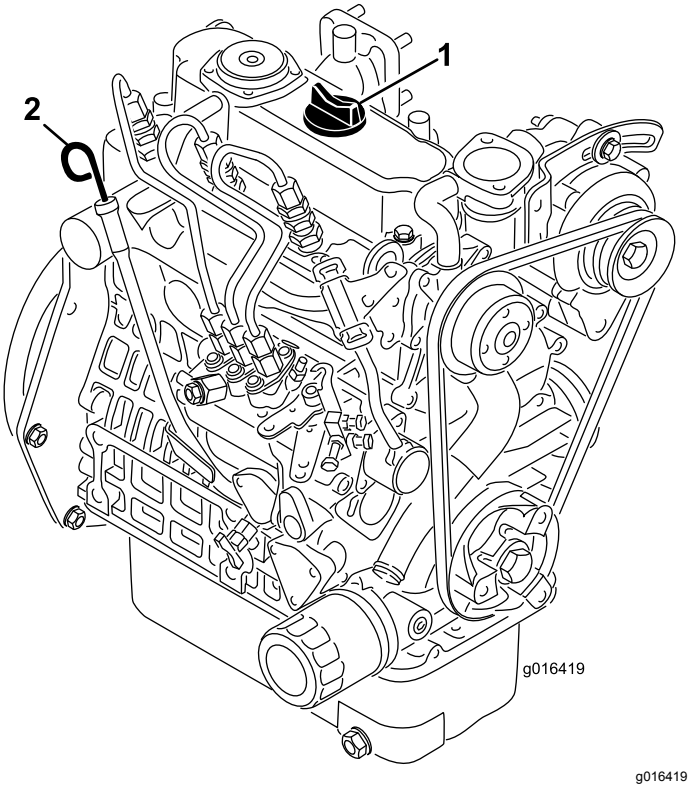

Figur 35
2. Ta ut peilestaven og tørk den med en ren fille (Figur 35).